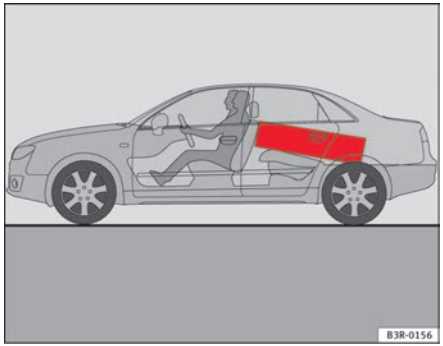

Fig. 114 Position heavy items as far forward as possible.
– Position heavy items as far forward as possible ⇒ fig. 114.